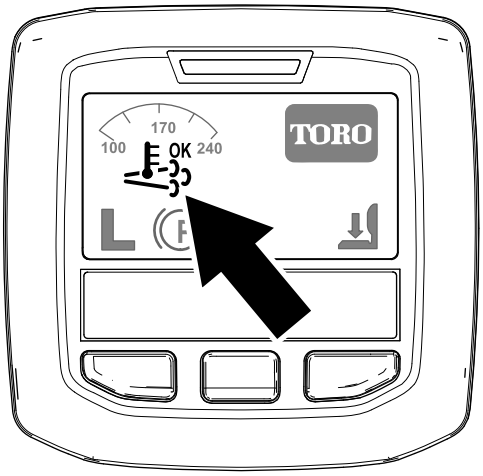

Figur 39
- Symbolen för stöd-/återställningsregenerering visas i InfoCenter (Figur 39).